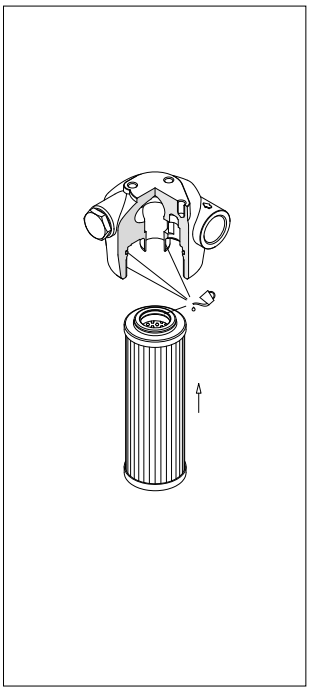

fig. 14
- (Fig. 14) (Fig. 14) Lubrificare con il fluido di lavoro l'O-ring dell'elemento filtrante, il codolo, l'O-ring e la sede della testata, quindi calzare l'elemento filtrante sul codolo. Prestare attenzione a non danneggiare la guarnizione O-ring